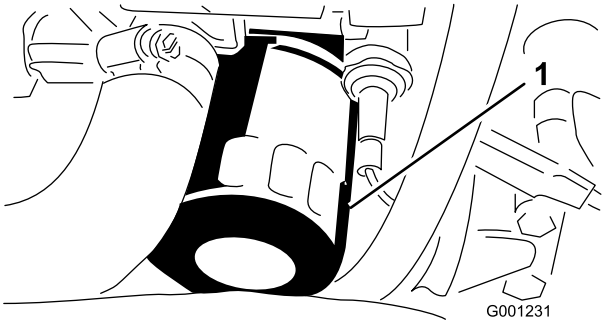

Figur 50
6. Ta ut og skift oljefilteret (Figur 50).